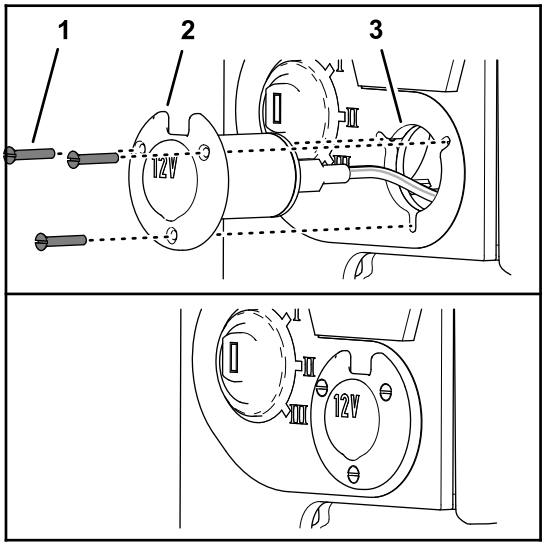

Figure 6
6. Assemble the accessory into the hole in the console (Figure 6).
8. Secure the port to the console and bracket (Figure 6) with the 3 countersunk-head screws (3 x 20 mm).